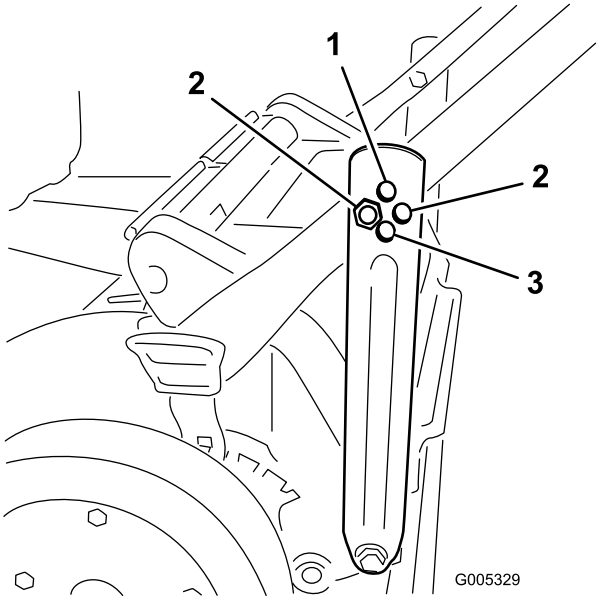

Figura 4
2. Inserite il bullone nel foro di ognuno dei supporti di ancoraggio della stegola per sistemarla nella posizione desiderata e serrate (Figura 4).